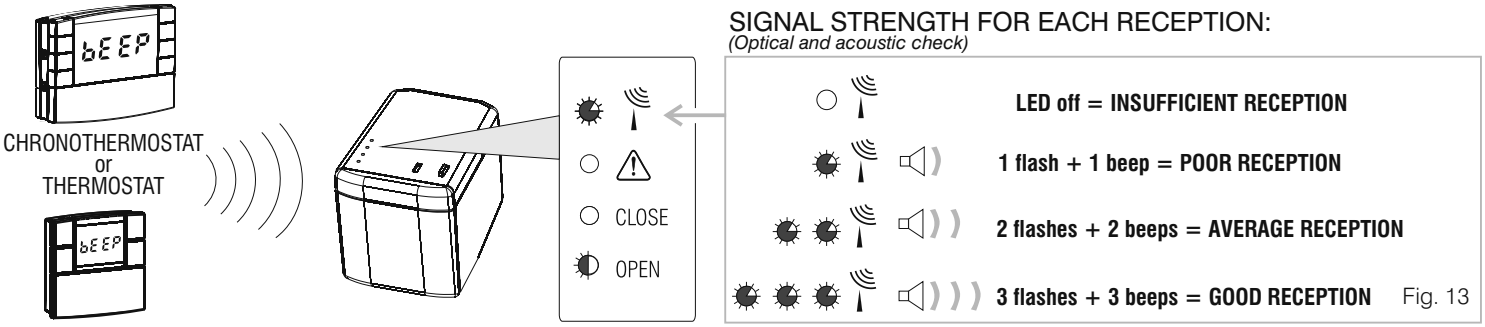

Fig. 13
- The **VMETER LED**, and the audible signal, indicate the strength of the radio signal received, as illustrated in the figure 13.